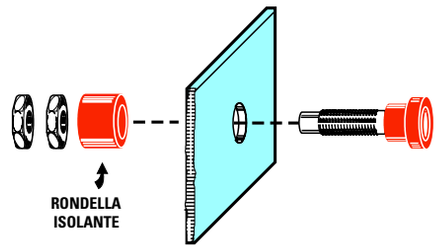

Fig.470 Prima di inserire le tre boccole E-B-C nei fori della mascherina, le dovrete smontare inserendo la loro rondella isolante dal retro.
- Svitate dal loro corpo i due **dadi**, poi sfilate la **rondella plastica**, inserite il **corpo** della boccola nel foro del pannello (vedi fig.470) e dall'interno inserite la **rondella plastica** e fissate il tutto con i due dadi. La **rondella** di plastica serve per tenere **isolato** il metallo della boccola dal metallo del pannello frontale.